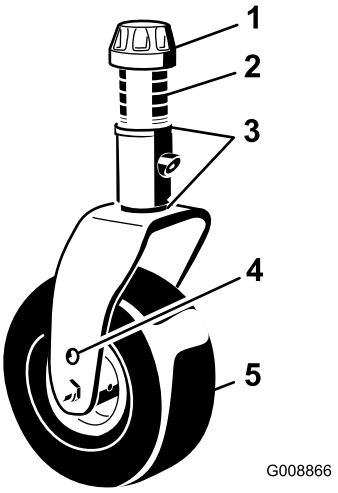

Figuur 17
3. Verwijder de klemkap van de spilas (Figuur 17) en schuif de as uit de zwenkwielarm. Plaats de twee opvulstukken (3 mm) op de spilas zoals zij oorspronkelijk zijn geplaatst. Deze opvulstukken zijn nodig om ervoor te zorgen dat de maaidekken over de gehele breedte horizontaal staan. Schuif het benodigde aantal afstandsstukken van 13 mm (raadpleeg onderstaande tabel) op de spilas om de gewenste maaihoogte te bereiken; schuif daarna de klemring op de as.